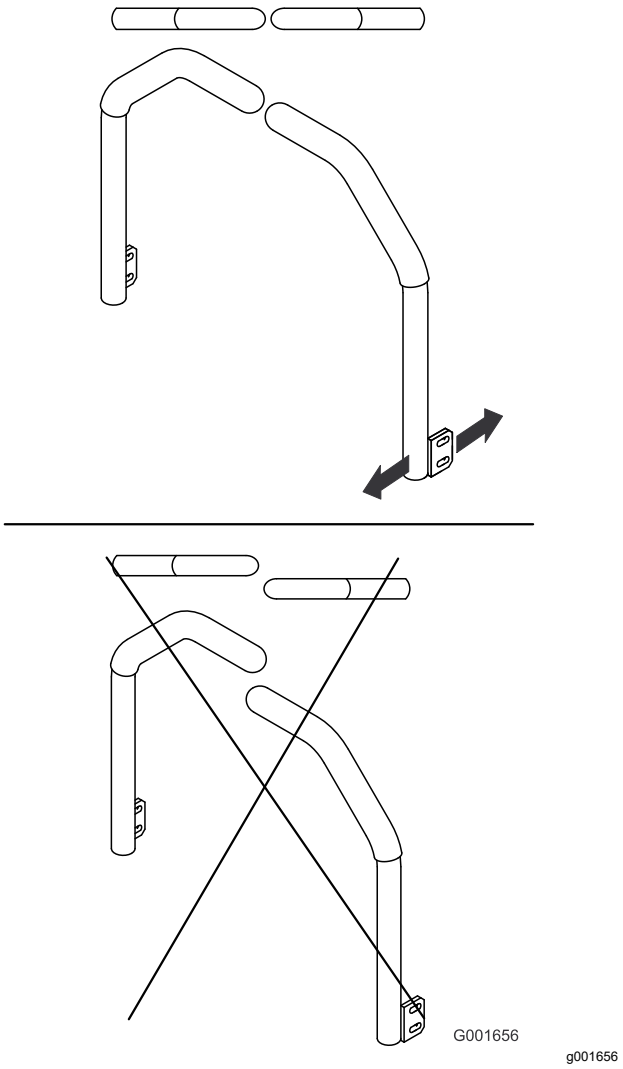

Figur 56
5. Justera rörelsereglagen så att de är i linje med varandra och dra åt skruvarna så att reglagen fästs vid stolparna (Figur 56).